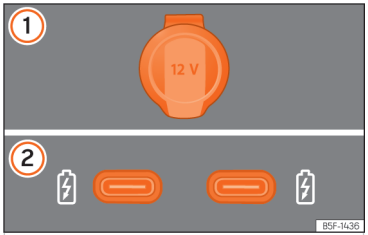

Abb. 167 12-Volt-Steckdosen im Fahrzeug
››› (Abb. 167)
Je nach Ausstattung und Land kann das Fahrzeug auch über USB-Anschlüsse mit **ausschließlicher Lade- oder Steckdosenfunktion** ››› (Abb. 167) ② verfügen.